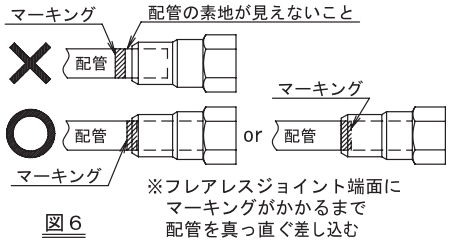

図６
(1) フレアレスジョイント内部にゴミやほこりがないことを確認してください。
(2) フレアレスジョイント端面にマーキングがかかるまで配管を真っ直ぐ差し込んでください。(図６参照)
(1) フレアレスジョイント端面にマーキングがかかるまで差し込まれているか再度確認してください。(図６参照)
(2) スパナでフレアレスジョイントと接続部を固定し、マーキングもしくは